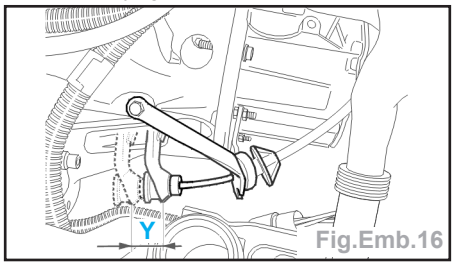

Fig.Emb.16
- Vérifier la course de la fourchette (Fig. Emb.16) :